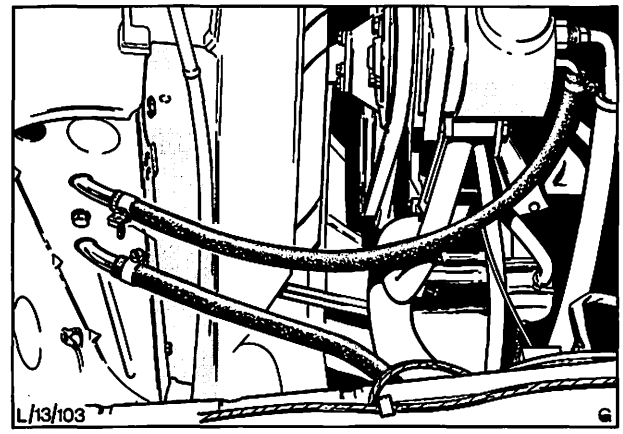

Abb. 73 Schlauchanordnung – Lenkhilfe
3. Jede Leitung, eine nach der anderen, an beiden Enden lösen. Dabei wird das Hydrauliköl aus den Leitungen und dem System abgelassen, Abb. 73.